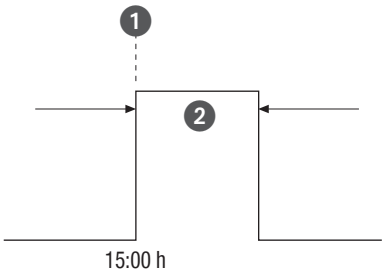

Fig. 31: Comutação por impulso
- (Fig. 31/1) Hora de início
- (Fig. 31/2) Duração = Comutação ON